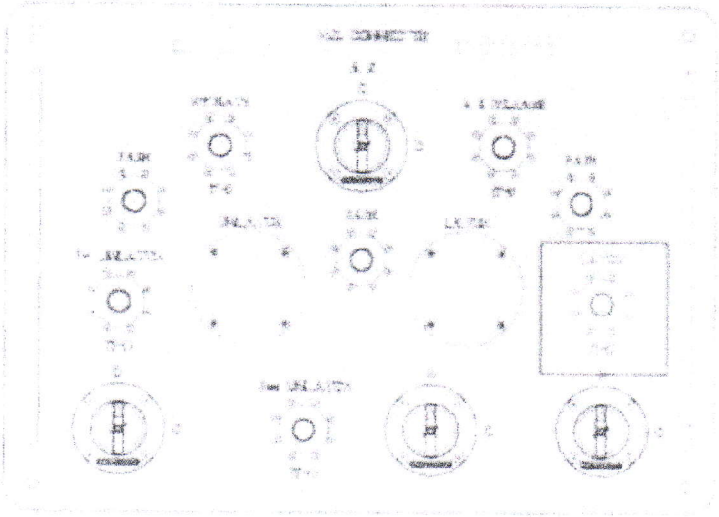

Figure 9 HC Connector Latch Function
7. Insert the hotstab into the 'Latch' function of the HC Connector control panel (Figure 9). Pressure up the 'Latch' function to 3,000-psi. Verify indicator rod is fully in the latch position. Lock in the pressure.